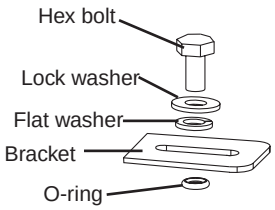

Figure 3A
6. Complete electrical and video connections for the camera before attaching the camera to the camera bracket. To attach, use the hardware provided in the packet, assembling as shown in Figure 3A.